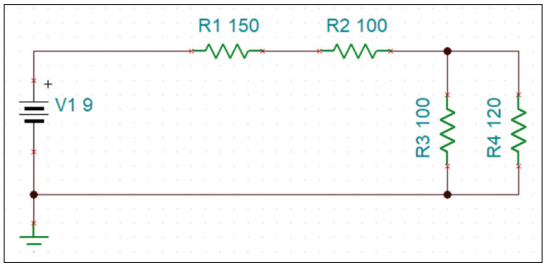

Figure 2.20 The circuit from 2.15 drawn in the simulator.
- Click on resistor and place it on the screen. Click on the resistor again and join the resistors as in Figure 2.20.
- Click on battery and place the battery on the screen. Connect the battery to the circuit as shown in Figure 2.20.